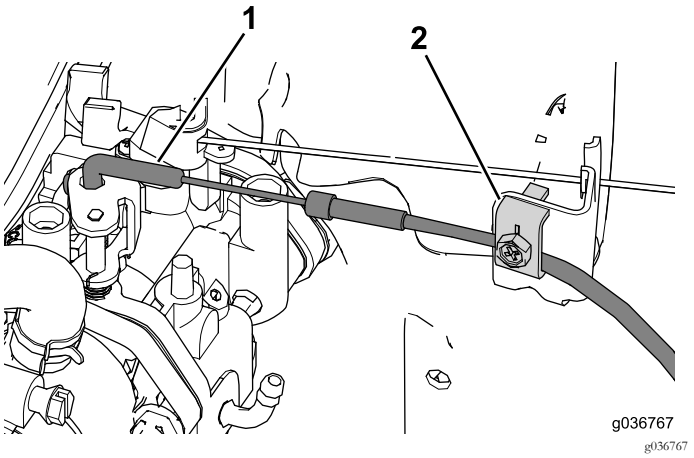

Figura 34
2. Posizionate la piega all'estremità del cavo dell'acceleratore nel gruppo dello starter (Figura 34).
3. Utilizzate il serracavi per fissare il cavo dello starter in posizione (Figura 34).